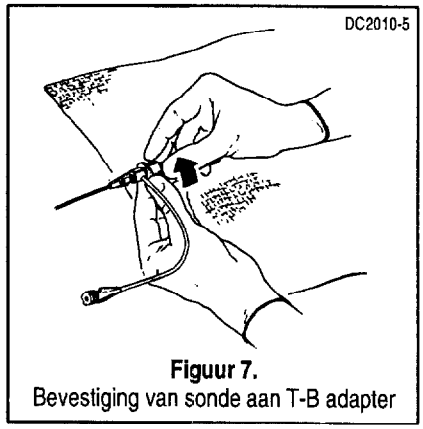

Figuur 7. Bevestiging van sonde aan T-B adapter
8. De compressiemoer stevig aandraaien om de sonde te bevestigen (Figuur 7). Aspireer lucht uit de zijpoort. Stel door de zijpoortaansluiting van de T-B adapter een continue of intermitterende heparinespoeling in.